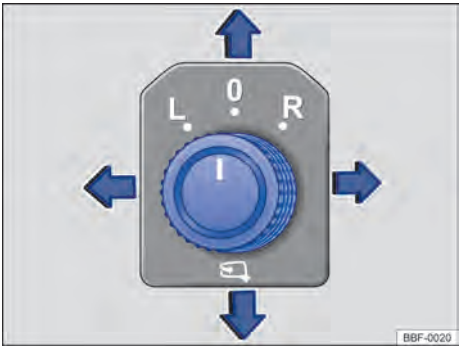

Fig. 82 Na porta do condutor: botão rotativo de ajuste dos espelhos retrovisores externos elétricos.
– Girar o botão rotativo na porta do condutor até o símbolo desejado → Fig. 82.